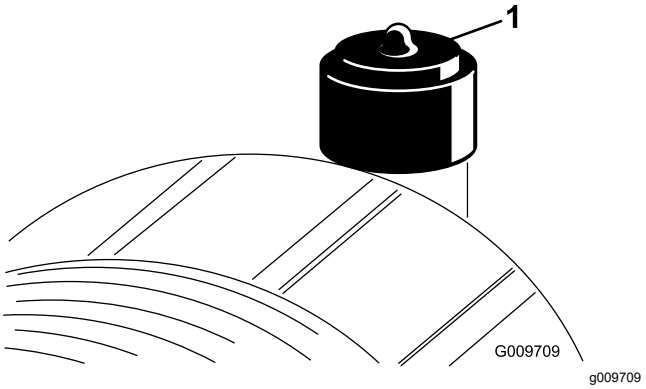

Figur 48
Overhal filteret på luftrenseren kun når indikatoren (Figur 48) tilsier det. Hvis du skifter filteret før det er nødvendig, øker det bare risikoen for at det kommer inn smuss i motoren når filteret er fjernet.
6. Tilbakestill indikatoren (Figur 48) hvis den viser rødt.